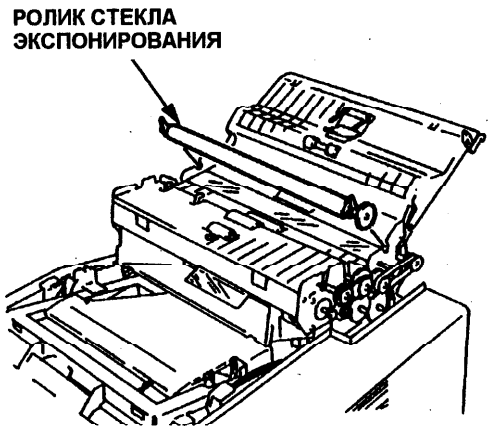

Рис. 1. Ролик стекла экспонирования.
3. Ослабьте два стопорных винта, чтобы верхнюю часть сканера можно было повернуть в полностью открытое положение (Рис. 1).